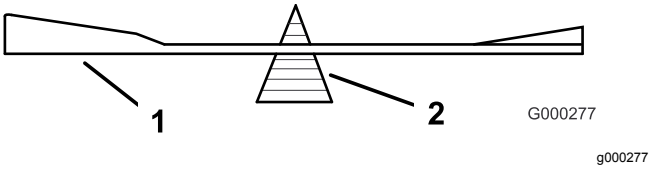

Figur 103
2. Kontrollera knivens balans med en knivbalanserare (Figur 103).